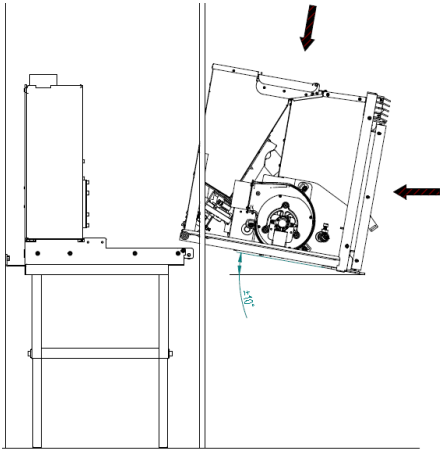

Figura 7 - Installazione
- Dopo aver fissato il basamento della macchina ed è installata la pila mettere l'equipaggio mobile, come mostrato nella Figura 7.